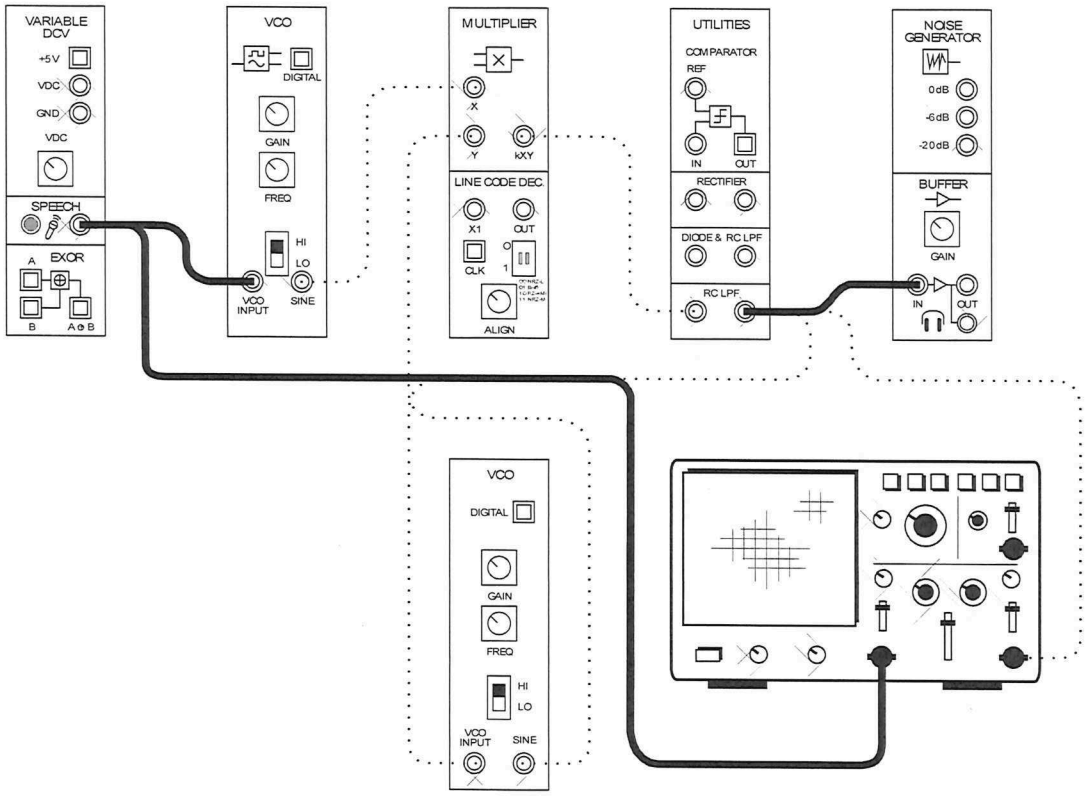

Figure 13
39. Modify the set-up as shown in Figure 13 below.